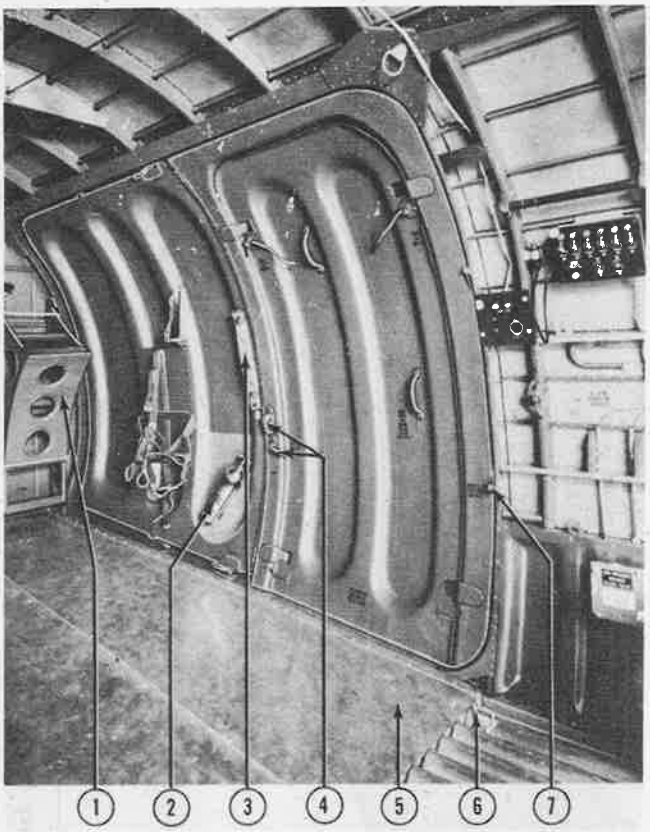
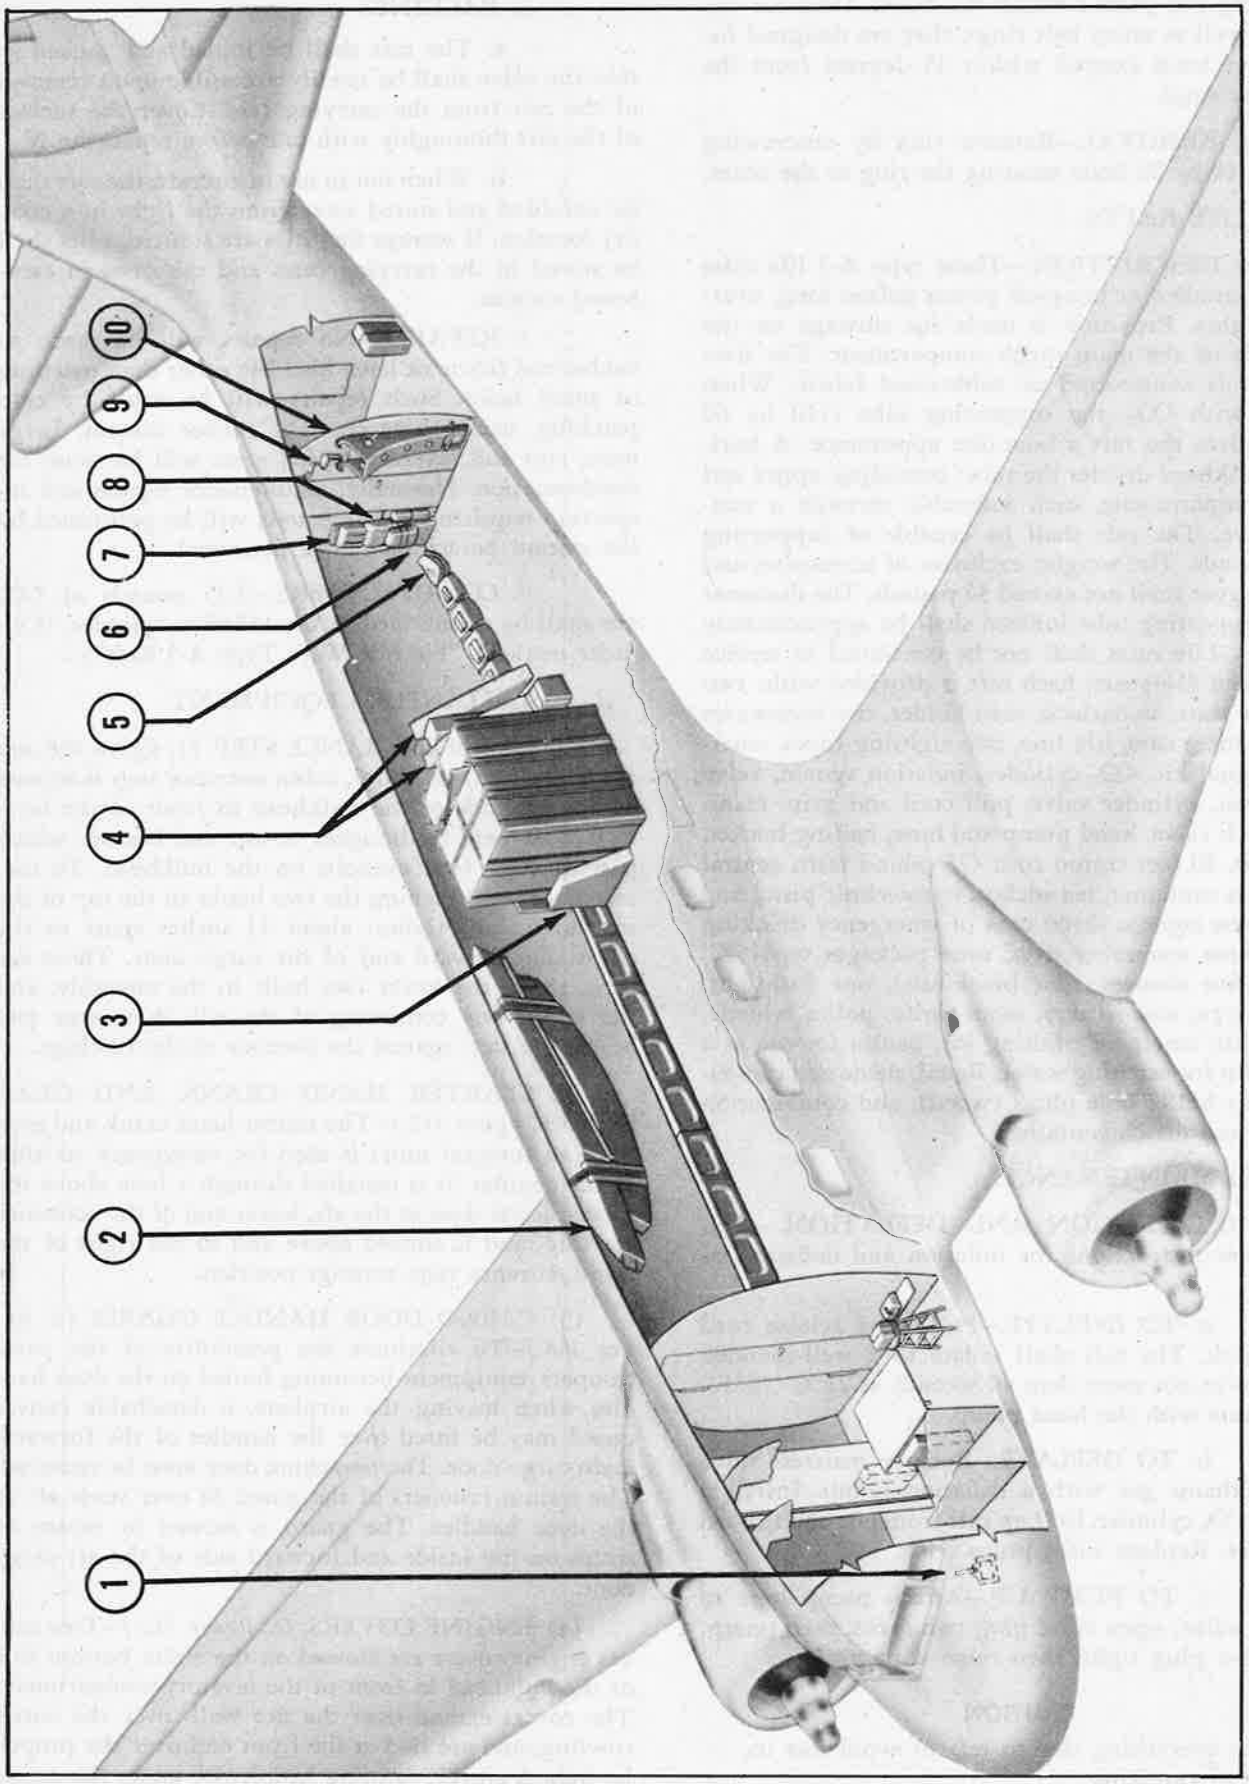

Figure 508—Inside Cargo Door
Figure 512—Stowage of Loose Items
1. CABIN SECTION FLOORING. *(6, figure 508.)*
b. REMOVAL.–To remove panels, remove screws and lift by handles (6, figure 508) along the outboard side of the outboard panels.
1. DESCRIPTION.—The forward panel of the cargo door is the safest and most generally used emergency exit. To open, unlock the latches (4, figure 508) and trip the emergency release (7, figure 508) on the jamb of the forward cargo door. Then kick the bottom side of the panel and the air stream will carry it away. The latch pulls the pins from the hinges of the panel.
(a) DESCRIPTION. *(See 2, figure 508 and figure 494.)*—Two portable C-21P manually operated fire extinguishers are provided to combat fires in the fuselage. One is installed in the pilots' compartment, on the
(1) CABIN ENTRANCE STEP. *(1, figure 508 and 10, figure 512.)*—A dural, cabin entrance step is stowed on the left side of the bulkhead in front of the lavatory. It is held by bungees at top and bottom which pass through four eyebolts on the bulkhead. To use, suspend it by attaching the two hooks in the top of the step to fittings (holes) about 11 inches apart in the sill at the forward end of the cargo door. There are three steps; the lower two built in the assembly, and the upper one consisting of the sill. A sponge pad braces the step against the contour of the fuselage.
(2) STARTER HAND CRANK AND GEAR BOX. *(9, figure 512.)*—The starter hand crank and gear box (an integral unit) is used for emergency starting of the engines. It is installed through a hole above the starter access door at the aft, lower end of the accessory cowling, and is stowed above and to the right of the cabin entrance step, stowage position.
(4) ENGINE COVERS. *(8, figure 512.)*—Two canvas engine covers are stowed on the right, bottom side of the bulkhead in front of the lavatory compartment. The covers extend over the fire wall, over the entire cowling, and are tied at the front end over the propeller hub. A zipper, running lengthwise under the center
(5) CANVAS CONTAINER. *(7, figure 512.)*—Stowed above the engine covers on the right of the bulkhead in front of the lavatory compartment is a canvas bag containing the landing gear safety pins, the cargo tie-down fittings, the tail mooring anchor plate, the floor plug buttons, and the jack points and bolts when these are not in use.
(6) DUST EXCLUDER ASSEMBLIES.
(c) PILOT'S CHECK LIST HOLDER. *(1, figure 512.)*—To the left of the correction card holder is an identical holder. It contains the pilot's check list for these airplanes.